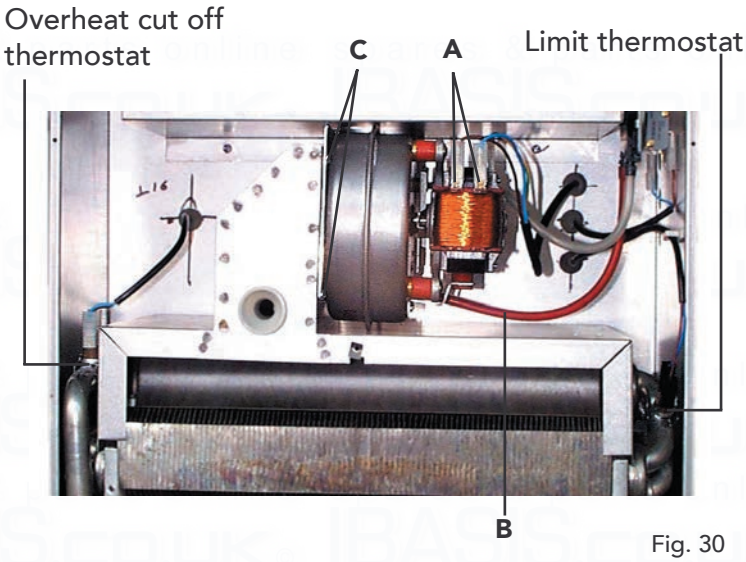

Fig. 30
7.12 Removal of fan (fig. 30)
7.13 Limit thermostat, or overheat cut off thermostat (fig. 30)
- Identify the location of thermostat from fig. 30